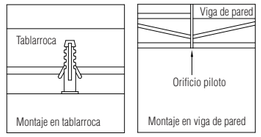

Figura 9
Si los orificios de montaje pasan por las vigas de la pared, taladre cuatro orificios piloto pequeños usando una broca de 5/32 pulg. (no incluida) para los tornillos de madera (CC). Instale los cuatro tornillos para madera (CC) en la superficie de montaje, pero deje un espacio de aproximadamente 3/8 pulg. entre la cabeza del tornillo y la superficie de montaje (Figura 9).